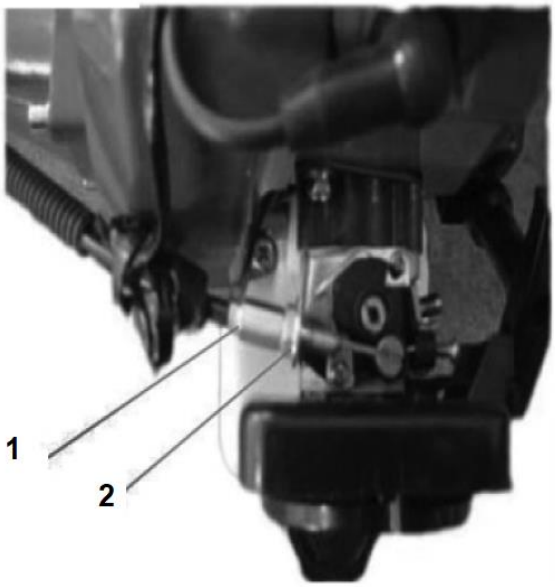

Rys. 4
2. Jeśli luz jest nieodpowiedni zdejmij pokrywę filtra powietrza (Rys. 1, poz. 3), poluzuj nakrętkę zabezpieczającą (Rys. 4, poz. 2) i wyreguluj luz nakrętką regulacyjną (Rys. 4, poz. 1).